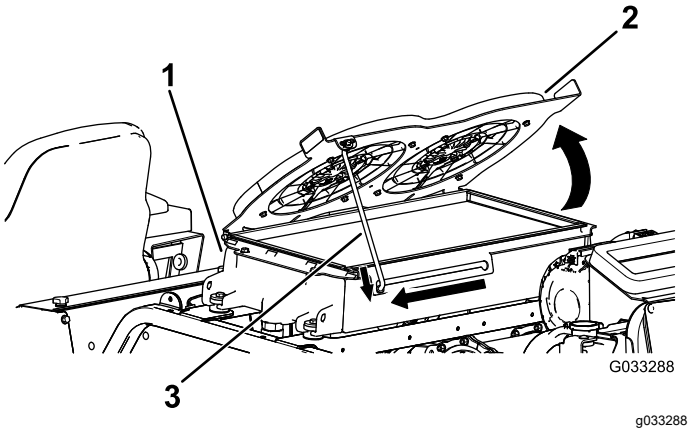

Figur 88
2. Rikta hydraulsystemets kylfläktar uppåt och fäst stöttan i skåran (Figur 88).